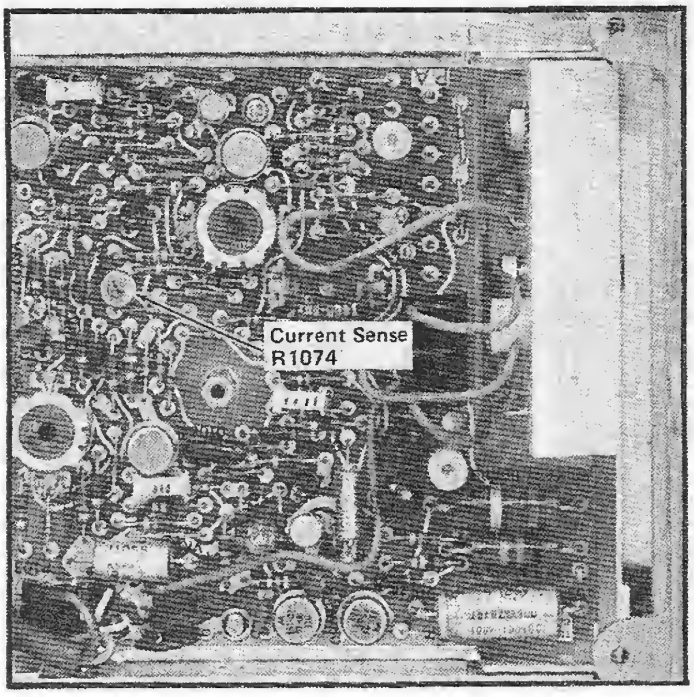

Fig. 5-3. Location of Current Sense adjustment R1070.
g. ADJUST–Current Sense adjustment R1074 (see Fig. 5-3) for peak to peak display amplitude of 4.4 divisions, ±0.2 division (2.2 amperes, ±0.1 ampere).
c. ADJUST–Current Sense adjustment R1074 (see Fig. 5-3) for 40 microseconds, ±one microsecond time period between current peaks.